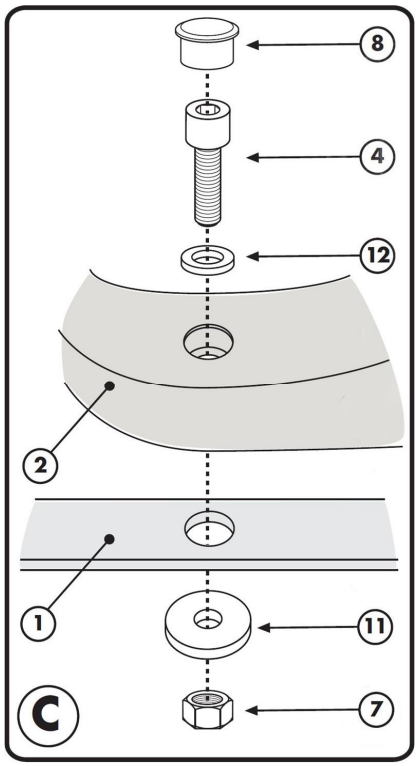

図 6
15. 問題なければ②M5M モノロックベースに⑧化粧キャップ（6 ヶ）を組み付け（図 6 参照）、純正アシストグリップ（左右）に純正ラバーキャップ（左右各 2 ヶ）を元通り組み付けます。最後に純正シートを何度か開閉確認し、異常がなければ作業は完了です。